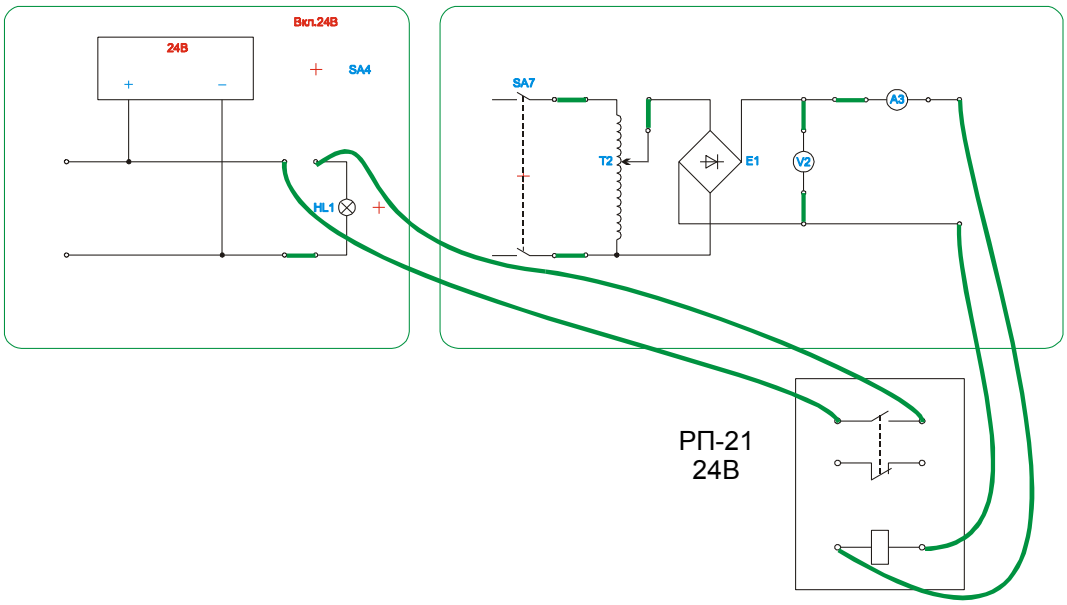

Рис. 2.3.
2.3.5. Для исследования свойств промежуточных реле постоянного тока с номинальным напряжением катушки 24В необходимо собрать схему согласно рис. 2.3.